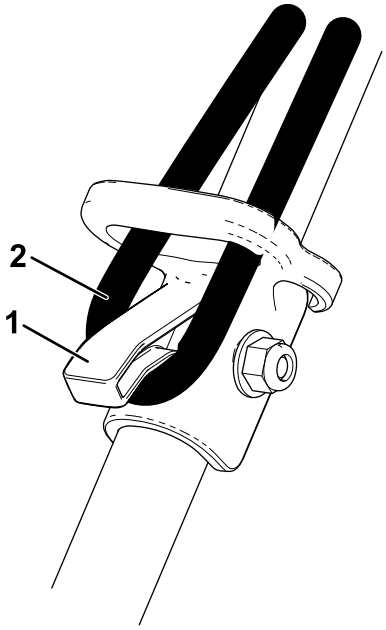

**Figure 9**
**Remarque:** Pour éviter que la rallonge se débranche en cours d'utilisation, utilisez le dispositif de blocage sur la partie supérieure du guidon avant de la brancher à la machine (Figure 9).